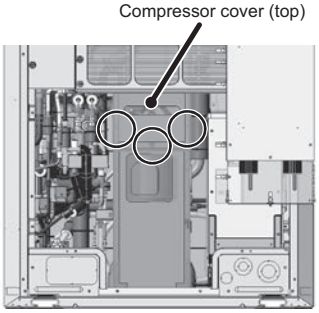

Figure 1
(1) Remove the top compressor cover by unscrewing the three screws. (See Figure 1.)